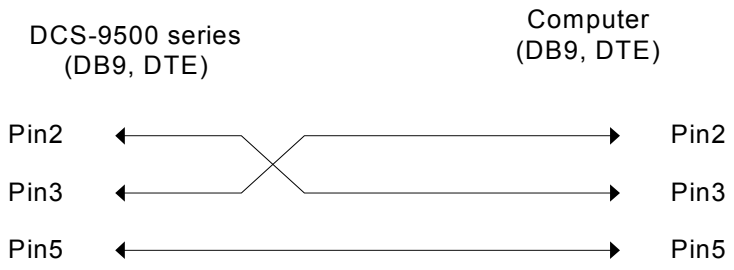

図 7-2：DB9 から DB9 への配線
- **適切なケーブルを使用してください（図 7-2 参照）。**